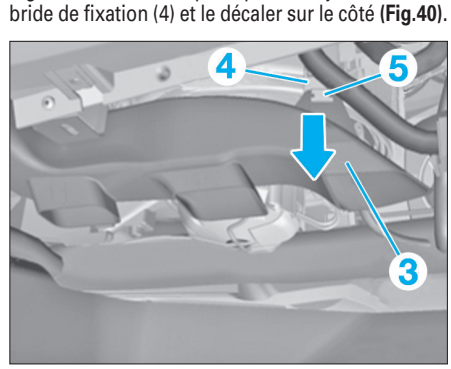

Fig. 40
• Extraire dans le sens de la flèche le canal de chauffage droit (3) de l'espace pour les jambes, de la bride de fixation (4) et le décaler sur le côté **(Fig.40)**.